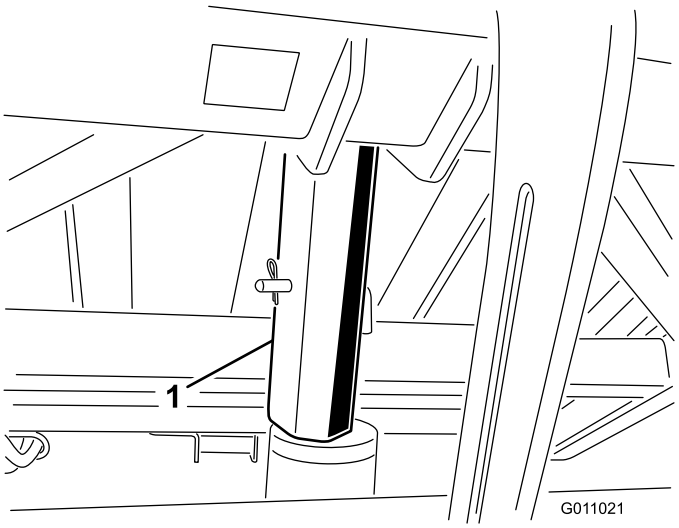

Figur 24
3. Sätt fast trågstödet på cylinderstaven och kontrollera att stödets ände vilar mot cylindertrumman och cylinderstångens ände (Figur 24). Fäst trågstödet vid cylinderstången med hårnålssprinten och bulten.